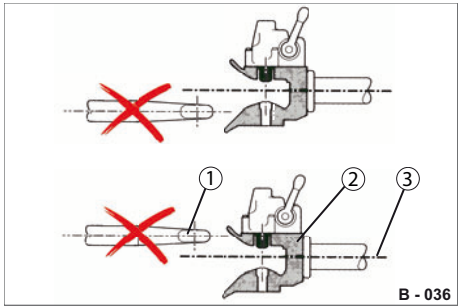

Abb. 46 Höhenverstellung falsch
▶ Stellen Sie die Höhe der Zuggabel so ein, dass die Zugöse auf die Mittelachse (Abb. 46/3) oder geringfügig auf den unteren Lappen des Fangmauls trifft.